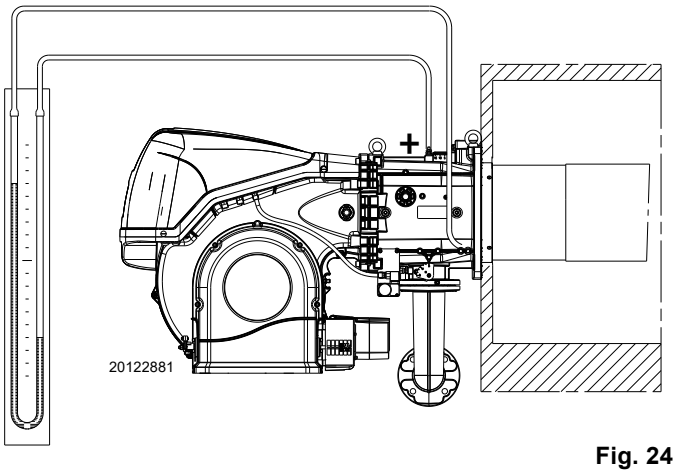

Fig. 24
- ➤ Fit a U-type pressure gauge or a differential pressure gauge (Fig. 24), with socket (+) on the gas pressure of the pipe coupling and (-) in the combustion chamber.